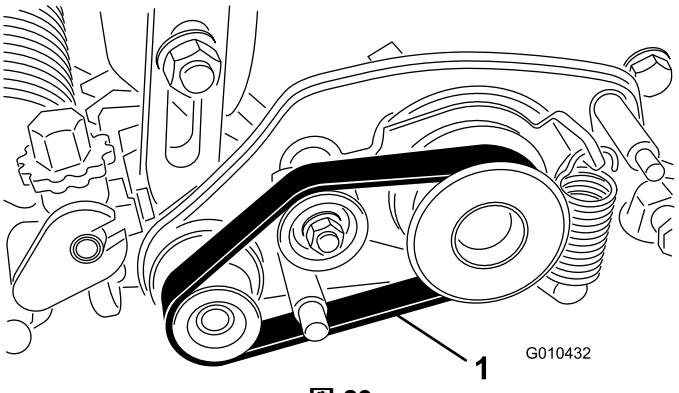

図 29
2. 受動プーリ、アイドラプーリ、駆動プーリからベルトを外す図 29。